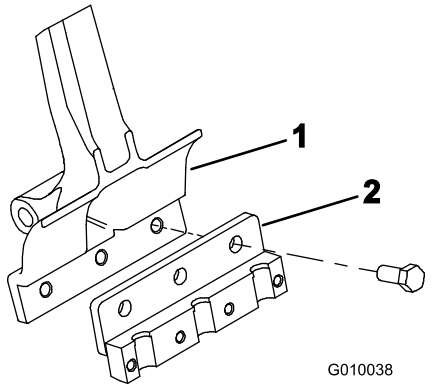

Figur 22
2. Montera en luftarpinnshållare på varje luftarpinnsarm med tre bultar (1/2 x 1–1/4 tum) (Figur 22). Dra åt bultarna till ett moment på 101,6 Nm.